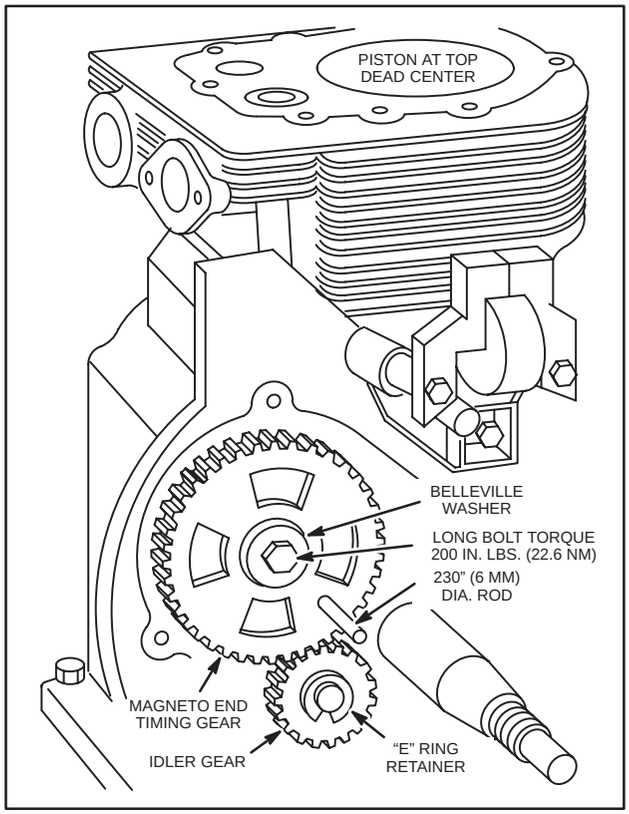

Fig. 183 – INSTALLING AND TIMING MAGNETO DRIVE GEAR
5. Install bolt with Belleville washer, finger tight, Fig. 183.
6. To time drive gears, insert short pieces of 1/4" (6 mm) rod through 1/4" (6 mm) holes in drive gears, and into locating holes in crankshaft bearing support plates, Fig. 183.